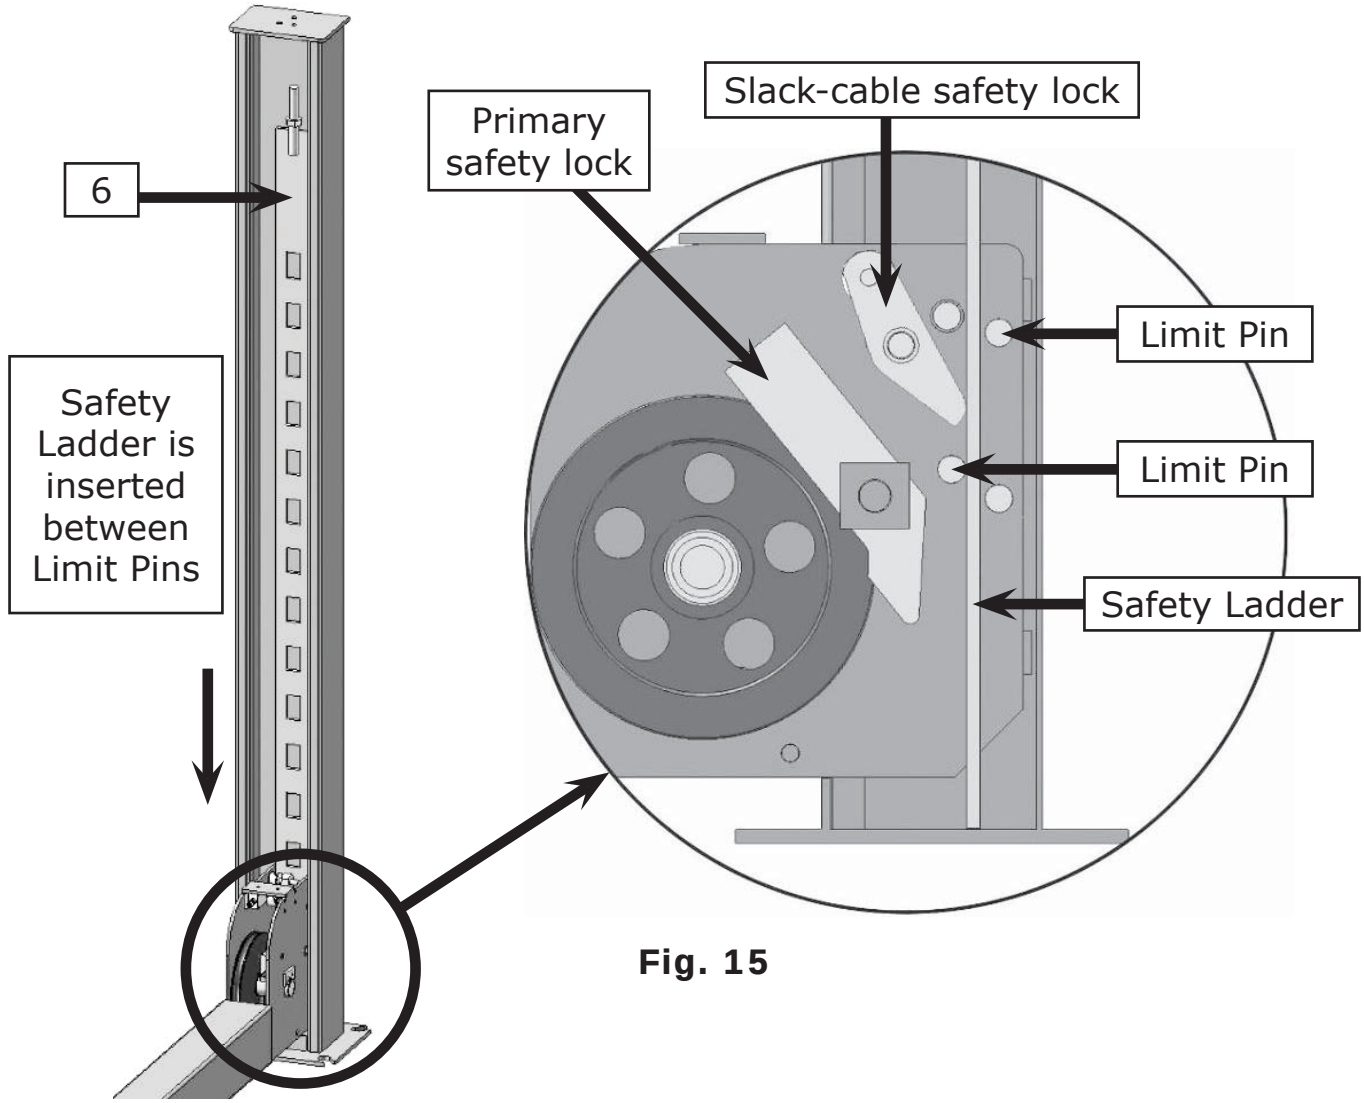

Fig. 15
1. Take off the pulley safety cover and unscrew the four upper nuts on the Safety Ladders, and then adjust the four lower nuts so they are at the same level. Pull back on the cable safety lock on the Cross-beam to insert the Safety Lock Ladder in, raise the Safety Ladder, and thread the upper nuts. **(See Fig. 15).**